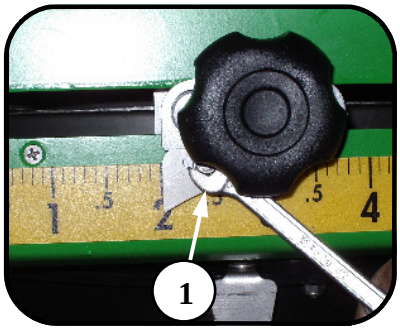

Rys. 40
- poluzować śrubę blokującą wskaźnik (1) (Rys. 40),